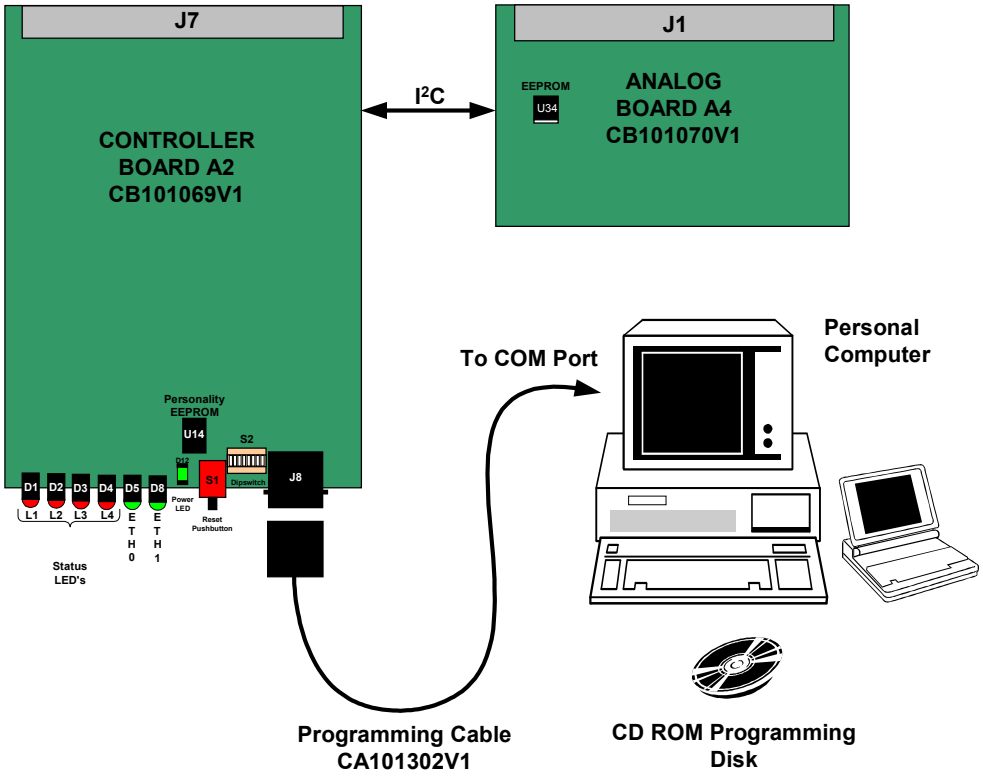
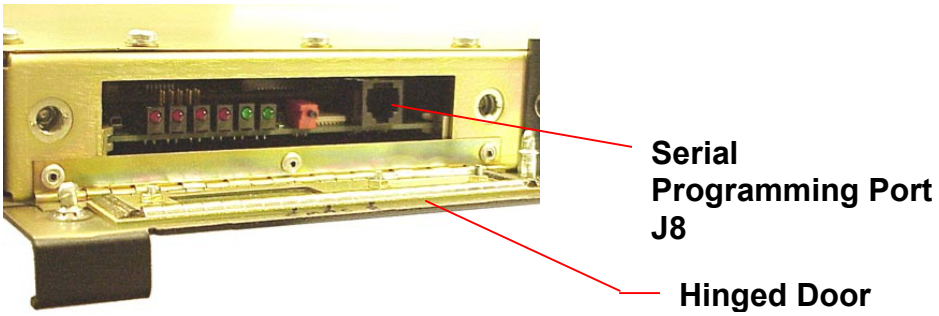

**Figure 12 - Programming Hook-Up**
**Figure 13 - Location of Serial Programming Port J8**
The personality programming process stores data in non-volatile regions of memory. The SitePro Controller shelf has its personality stored in two locations. The first location is EEPROM U14 on Controller Board A2 and contains general site level information. The other location is EEPROM U34 on Analog Board A4 and contains general channel level information. Programming is performed through serial programming port J8 on the front of the Controller Board (Figure 13 - Location of Serial Programming Port J8). Programming can also be accomplished through an Ethernet connection.
2. Connect one end of serial programming cable CA101302V1 (TQ3408) to the computer (Figure 12 - Programming Hook-Up). Connect the other end of the cable to the SitePro Controller Serial Programming Port J8 (Figure 13 - Location of Serial Programming Port J8).